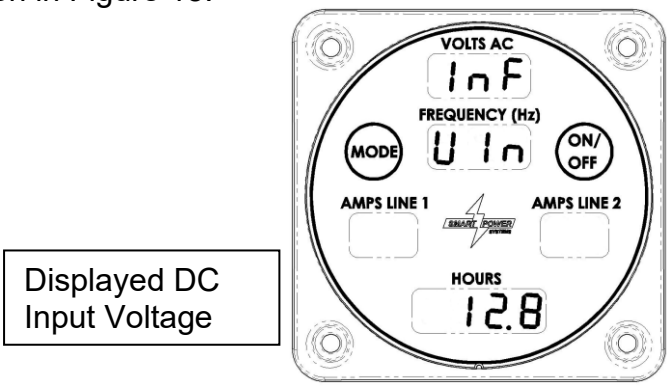

Figure 18 – DC Input Voltage Display
c. DC supply voltage as measured by the generator system controller will be displayed next in the hours field by pressing the Mode switch a third time as seen in Figure 18.